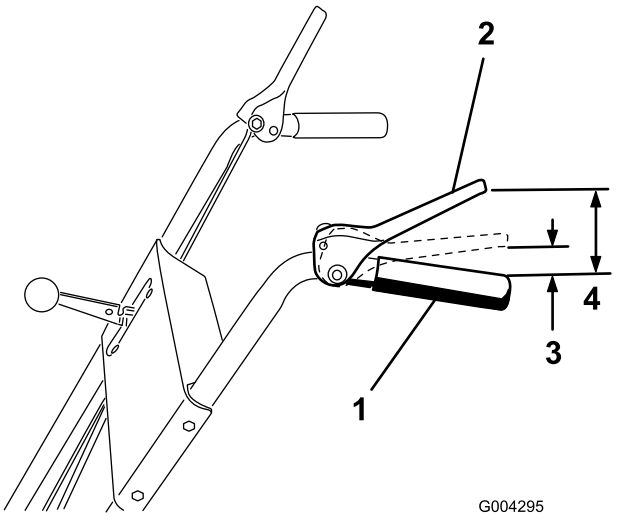

Rysunek 7
2. Wyreguluj wysokość dwóch nakrętek kołnierzowych przesuwając je w górę lub w dół na drążku do momentu, aż odstęp pomiędzy górną częścią uchwytu a dolną częścią dźwigni regulacji trakcji będzie wynosił około 11,4 cm, jak przedstawiono na Rysunek 7.
Informacja: Ustawienie jest prawidłowe, gdy koła przestają obracać się do tyłu, a odstęp pomiędzy górną częścią uchwytu a dolną częścią dźwigni regulacji trakcji wynosi od 3 do 5 cm, jak przedstawiono to na Rysunek 7.